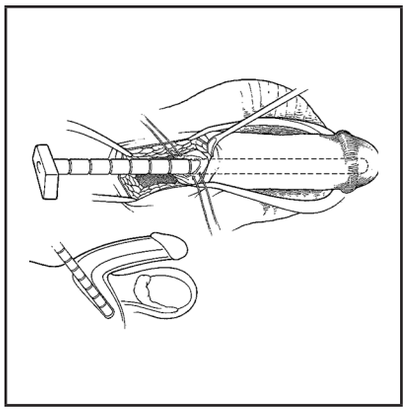

Figure 17. Infrapubic: Size
3. Measure each corpus length proximally and distally using a corporal length measuring device, slightly stretching the penis during this process (Figures 17 and 18). These measurements help the physician select cylinders and RTEs that fit the patient's anatomy. If the corpora cavernosa are unevenly sized or the measuring tool cannot reach mid glans, consider dissecting through the fibrotic tissue as needed.